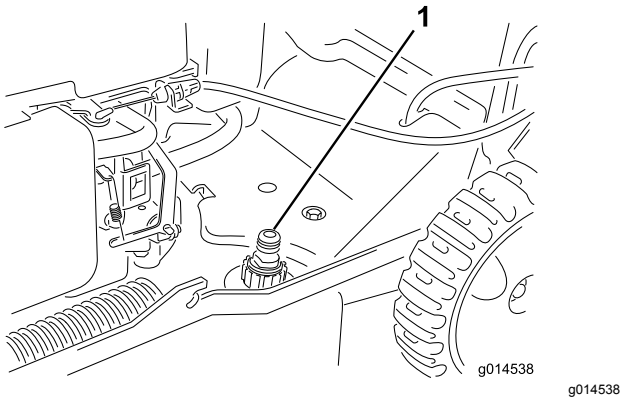

Rysunek 20
3. Podłącz wąż ogrodowy z wodą do złącza czyszczenia (Rysunek 20).